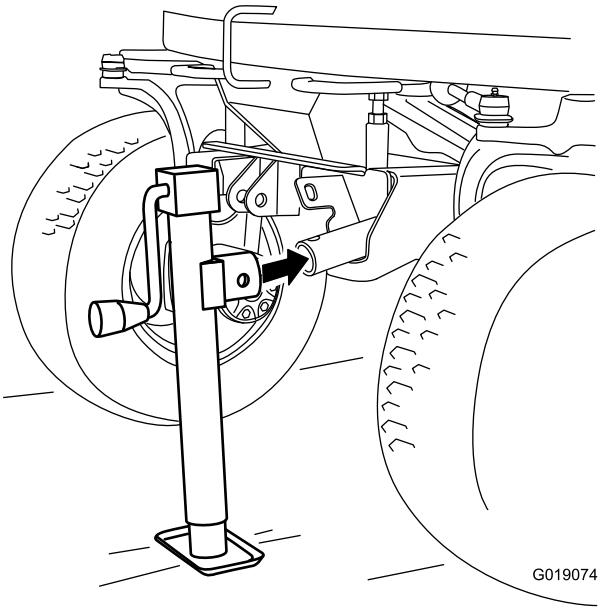

Figure 6
2. Install the hub of the jack over the hub of the jack bracket (Figure 6).